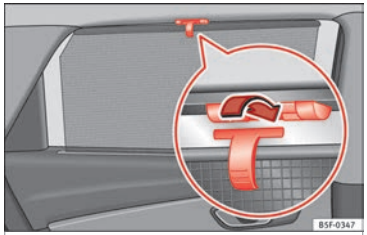

Fig. 142 Ventanilla trasera: cortinilla parasol.
– Desenrolle la persiana y engánchela en el gancho situado en el centro del marco superior de la puerta ››› **fig. 142**.